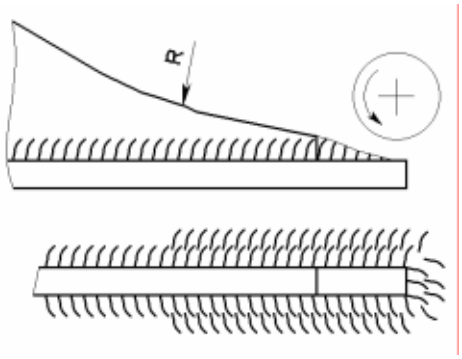

Рисунок 13.12
– окончания ребер необходимо оформить плавным переходом к основной детали (рисунок 13.12). Переходные участки целесообразно обработать шлифмашинкой;